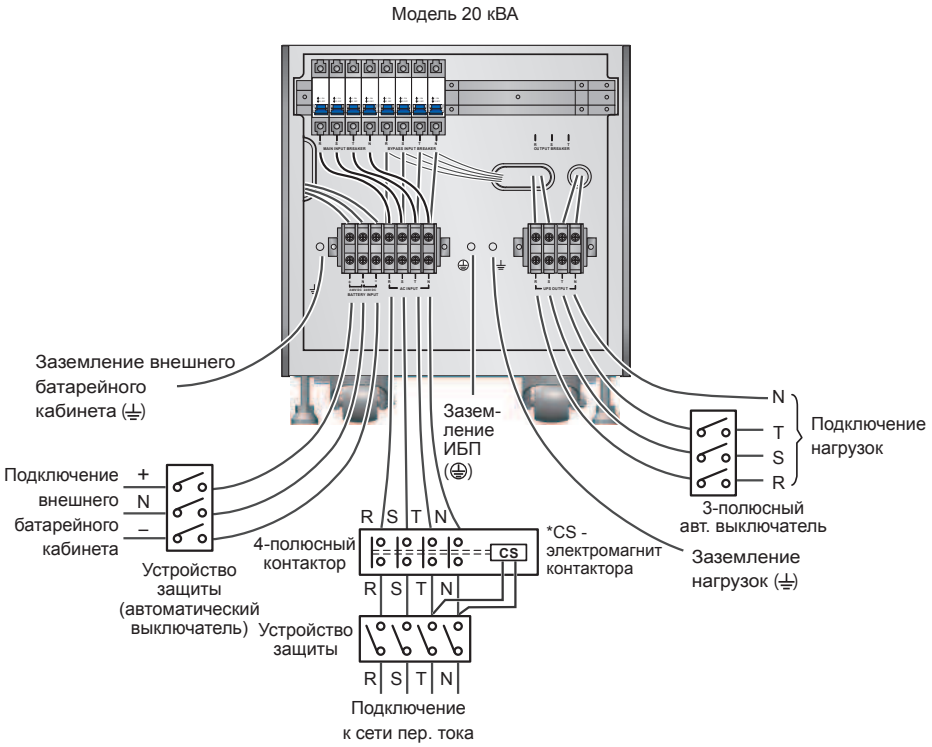

Рис. 6-9. Схема подключения одиночного ИБП 20 кВА в конфигурации с одним входом
6 Подключите к блоку зажимов кабели электросети, выхода и внешнего батарейного кабинета (см. ***рис. 6-9 и 6-10***).
2. Подключите кабели электросети переменного тока, нагрузок и внешнего батарейного кабинета к соответствующим зажимам ИБП (см. ***рис. 6-9, 6-10, 6-15***).